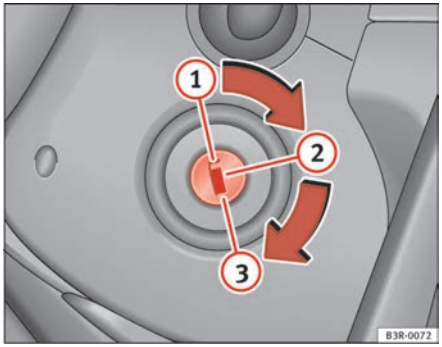

Fig. 148 Ignition key positions
– Turn the ignition key to position (1) ⇒ page 172, fig. 148.